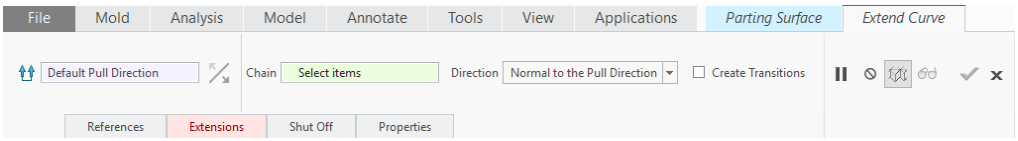

Figure 16-33 *Partial view of the* ***Extend Curve*** *dashboard*
2. Choose the **Extend Curve** tool from the **Surfacing** group of the **Parting Surface** dashboard; the **Extend Curve** dashboard is displayed, as shown in Figure 16-33.